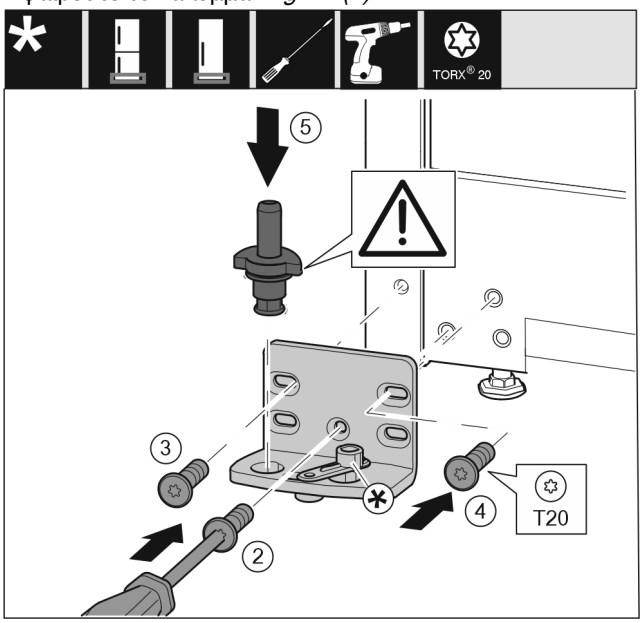

Fig. 25
▶ Εφαρμόστε το στήριγμα στην άλλη πλευρά και βιδώστε το με τη βοήθεια ενός κατσαβιδιού T20. Αρχίστε με τη βίδα 2 κάτω στο κέντρο. *Fig. 25 (2)*
▶ Σφίξτε τη βίδα 3 και 4. *Fig. 25 (3,4)*
▶ Τοποθετήστε ολόκληρο τον πείρο. Βεβαιωθείτε ότι το έκκεντρο ασφάλισης είναι στραμμένο προς τα πίσω. *Fig. 25 (5)*